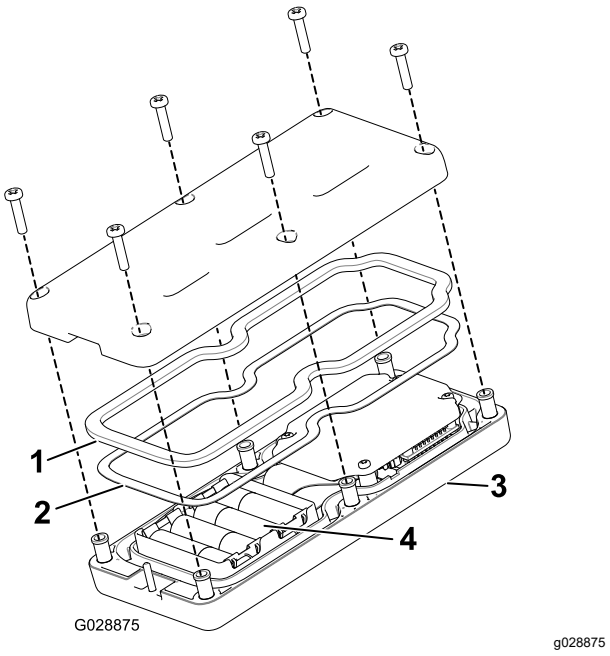

Figur 13
2. Sätt i alla batterier i facket och tänk på polariteten. (Enheten skadas inte om batterierna sätts i fel, men den fungerar inte.) Det finns polaritetsmarkeringar i facket för varje terminal (Figur 13).
3. Se till att stålpackningen och gummitätningen sitter i kanalen i handkontrollen och sätt tillbaka det bakre locket (Figur 13).
4. Fäst locket med 6 skruvar (Figur 13) och dra åt dem till 1,5–1,7 Nm.